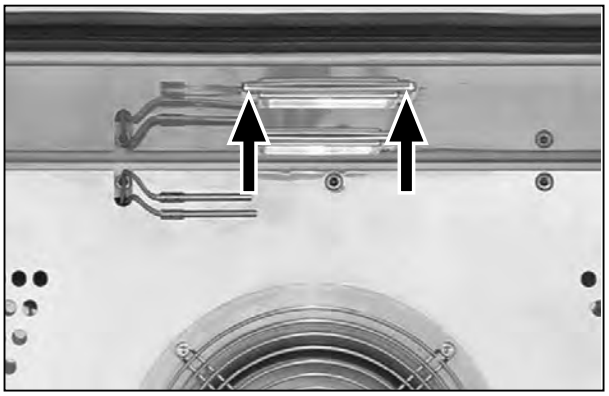

Fig. 43 Interior lighting
1. Undo the four fixing screws of the glass plate on the ceiling of the interior and remove the glass plate (Fig. 43).